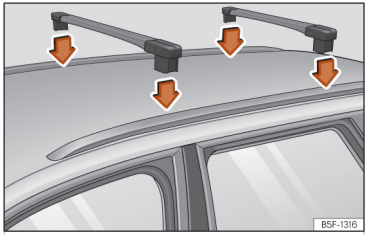

**Fig. 196** Mounting points for the roof bars for the roof rack (Leon Sportstourer).
*Valid for the Leon Sportstourer:* The crossbars are assembled on the roof railings ››› **Fig. 196**. The distance between cross bars (A) should be approx. 75 cm and the distance between the front bars and the front bracket of the side roof bar (B) should be 30 cm.